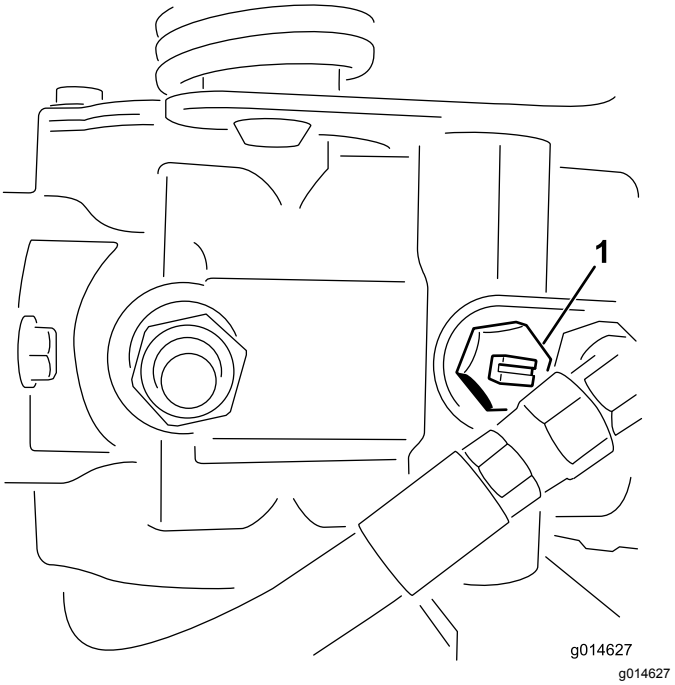

Figur 25
1. Finn omløpsventilen på pumpen, og vri den slik at åpningen står vertikalt (Figur 25).
2. Før du starter motoren, må du stenge omløpsventilen ved å vri den slik at åpningen står horisontalt (Figur 25).